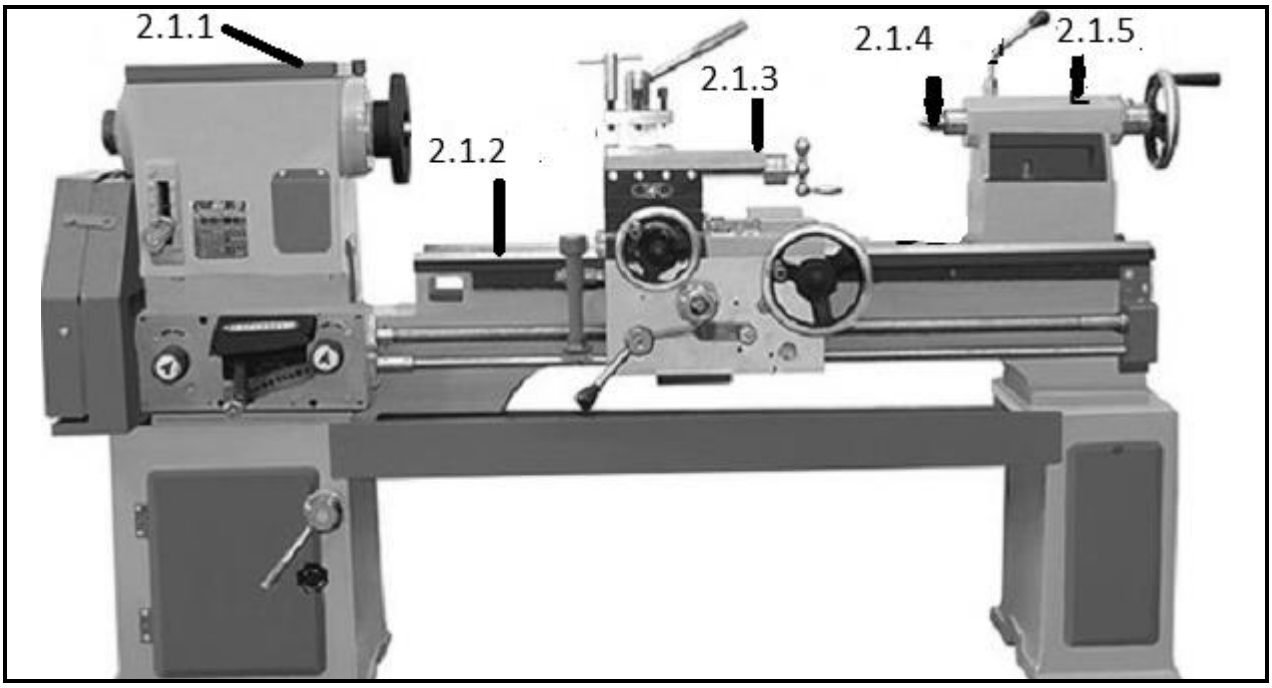

FIGUUR 2
2.1 Benoem die masjienkomponente in FIGUUR 2 deur slegs die antwoord langs die vraagnommer (2.1.1–2.1.5) in die ANTWOORDBOEK neer te skryf. (5 × 1) (5)
2.2 Noem DRIE tapsdraaiwerkmetodes wat op die masjien in FIGUUR 2 uitgevoer kan word. (3)
2.3 Vergelyk die twee masjiene wat in FIGUUR 1 en FIGUUR 2 getoon word ten opsigte van:
2.5 Noem TWEE tipes teëhouers en verduidelik waar dit op die masjien in FIGUUR 2 gemonteer word. (4)